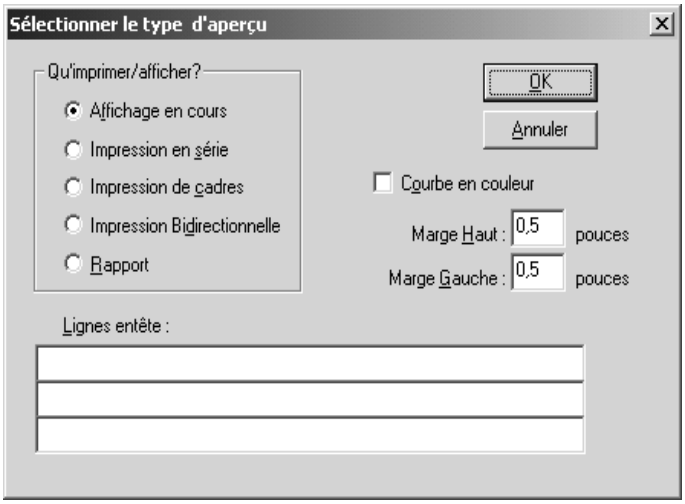

Figure 10-1: Boîte de dialogue Sélectionner le type d'impression/aperçu
3. Sélectionner Fichier>Imprimer (ou Aperçu avant Impression). La boîte de dialogue Impression/Aperçu avant Impression de la Figure 10-1 s'affiche.